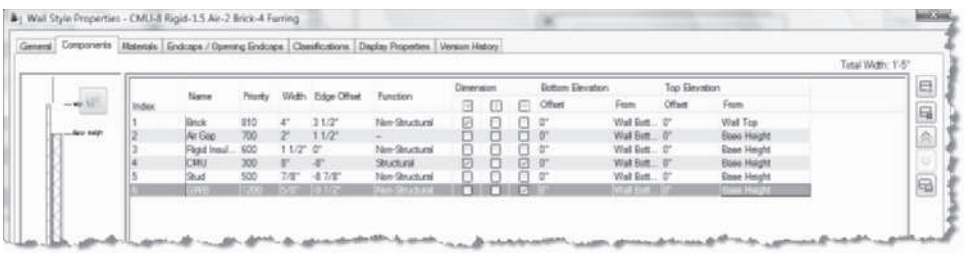

FIGURE 3.44 *Setting top elevations to Base Height for wall components*
7. In this step, you will modify the top elevation of the components to restrain all components except the Brick veneer component. Edit the **Top Elevation** to **Base Height** for the following components as shown in Figure 3.44: **Air Gap**, **Rigid Insulation**, **CMU, Stud, and GWB**. The **Base Height** setting will restrict the components to the height of the wall when the **RoofLine** command is applied to the wall. Click **OK** to dismiss the **Wall Style Properties** dialog box.